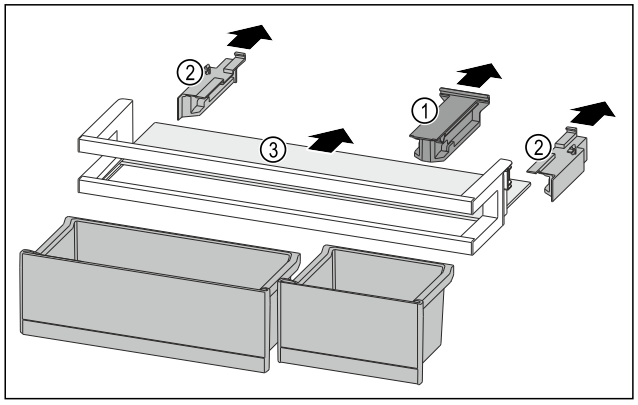

Fig. 172
- ▶ Pull off the holding part *Fig. 172 (1)*.
- ▶ Pull off the side parts *Fig. 172 (2)*.
- ▶ Remove the shelf *Fig. 172 (3)*.